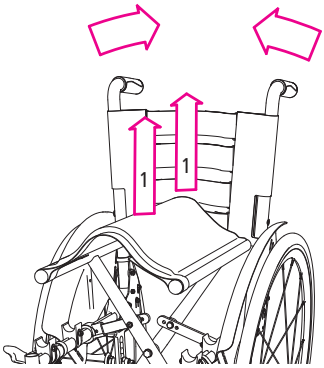

afb. 5
2. Trek nu in het midden van voor- en achterkant –de zitmat omhoog (1, afb. 5). De rolstoel klapt nu vanzelf in.